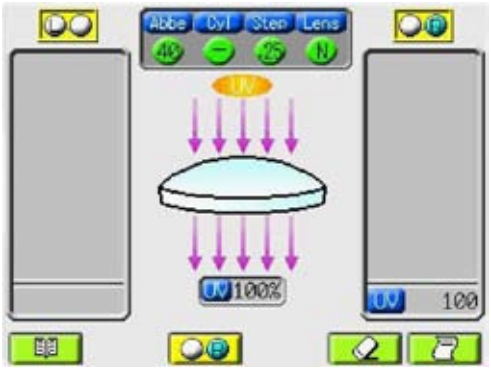

Figure OP-22 UV Measurement Screen
2. The UV Measurement Screen opens. Refer to Figure OP-22.
4. The UV measurement of the right lens appears in black on the bottom right side of the UV Measurement Screen. Refer to Figure OP-22.